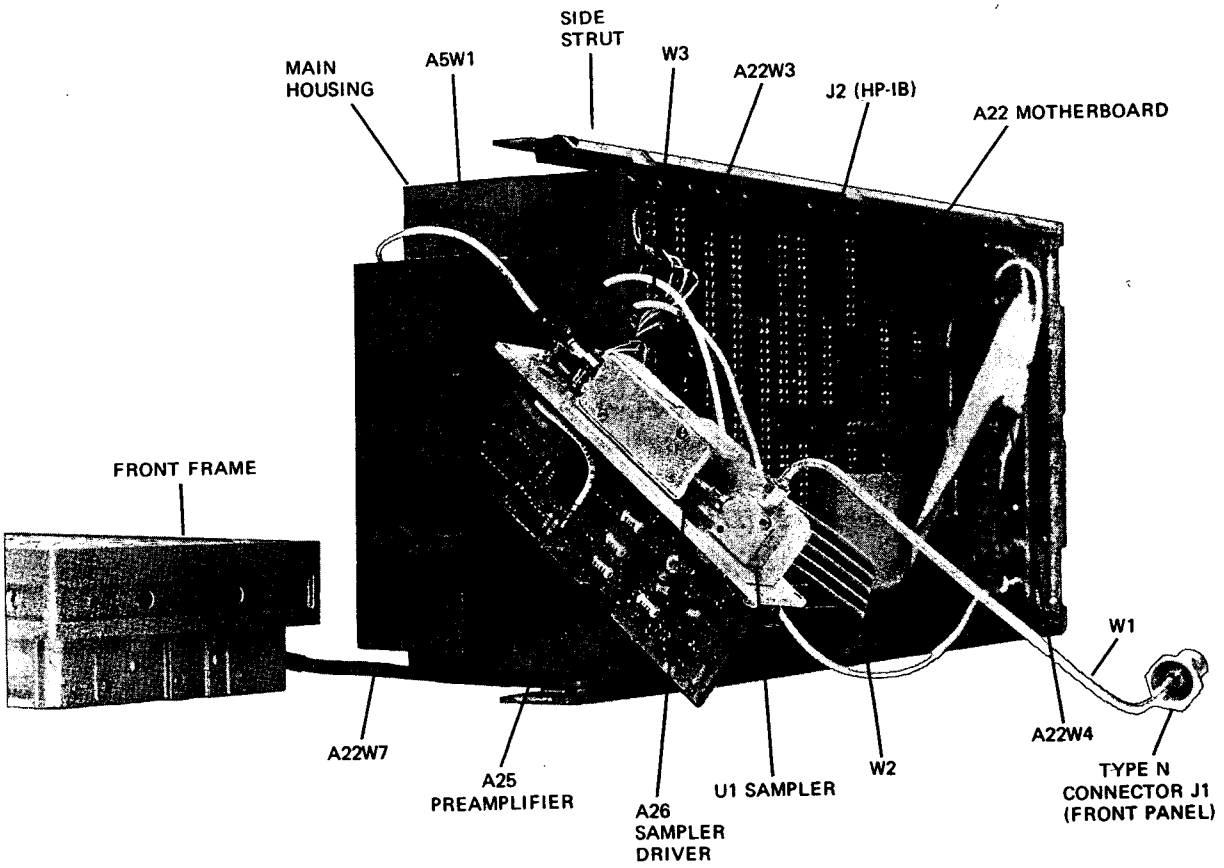

Figure 8-2. Front Frame, A25, A26, and U1 Removal
f. The front panel frame (containing assemblies A1 and A2) can now be moved freely within limits of the power cable, as shown in *Figure 8-2*.